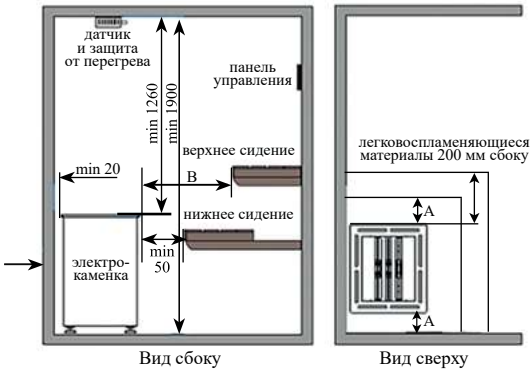

Рис. 7
6. Разместите электрокаменку на безопасном расстоянии в парилке (Рис. 7).